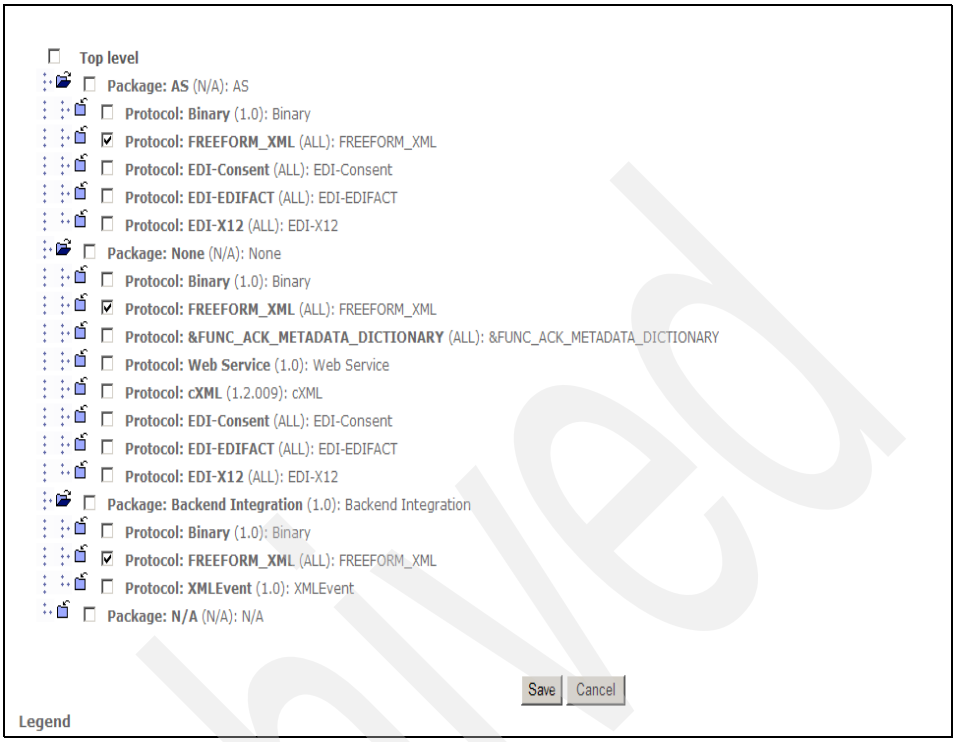

Figure 10-8 Link document flow to package and protocols
d. Figure 10-8 on page 290 shows the completed structure. Click **Save.**